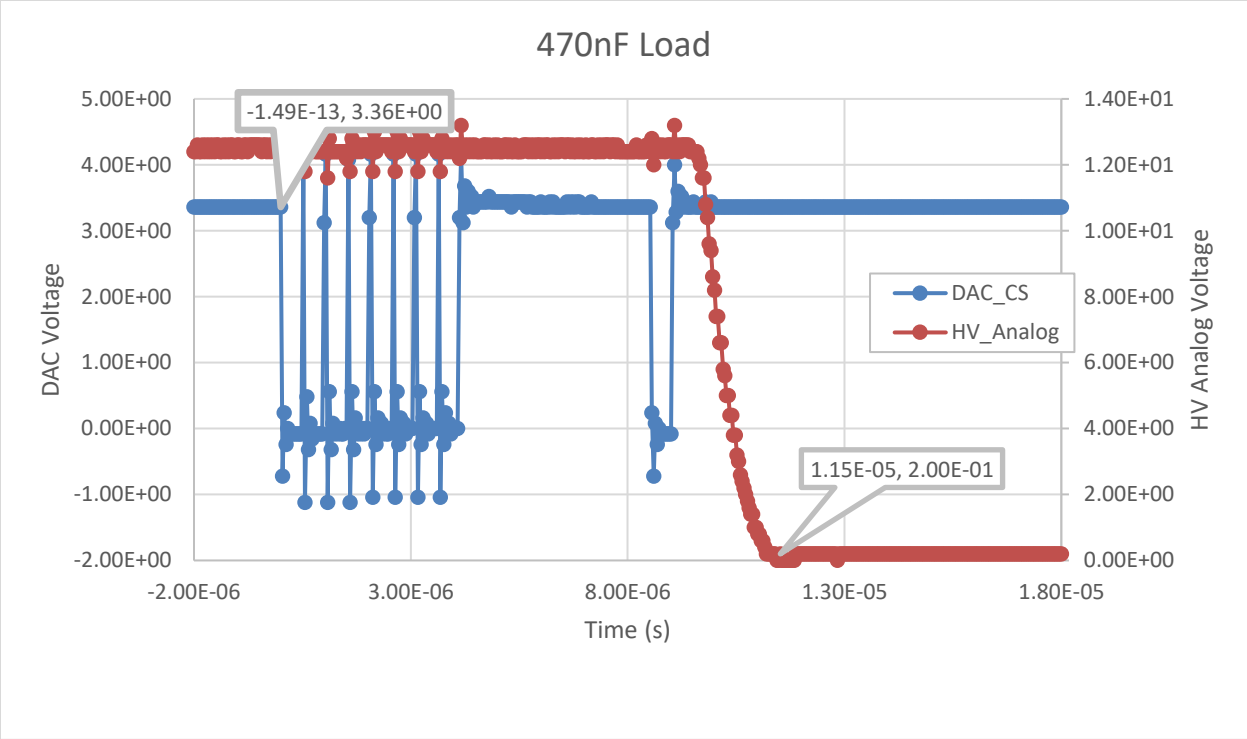

Figure 2: (top) Rise Time; (bottom) Fall Time
Figure 2 shows the results of these measurements from an oscilloscope. The oscilloscope was set to trigger on the falling edge of the chip select (CS) signal, so the time axis starts on this edge. The DAC has 8-channels, so the CS signal is first seen here bounding each 16-bit write. Then there is a pause between the last digital write and the final command that triggers the DAC write to allow the FPGA time to process the inter-actuator limit checking. After the final trigger command we almost immediately see the analog voltage begin to change. The time to convergence of the high voltage analog output with the capacitive load is about 14µs and 12µs for the rise and fall times respectively. The time between the first DAC command out to the last DAC command (digital write latency) is about 9µs.